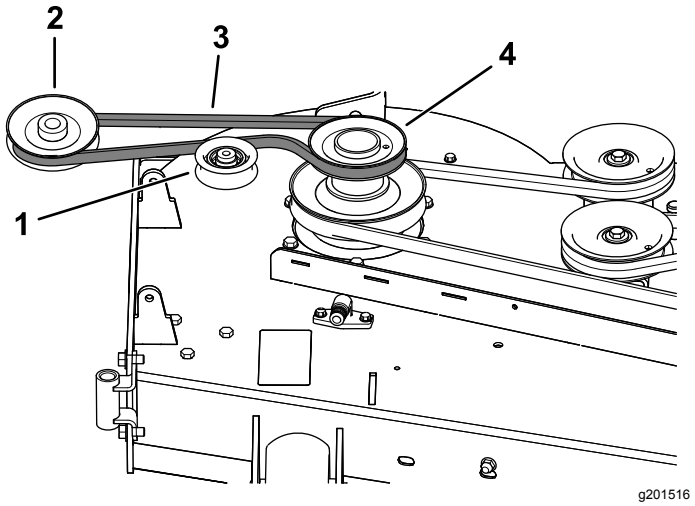
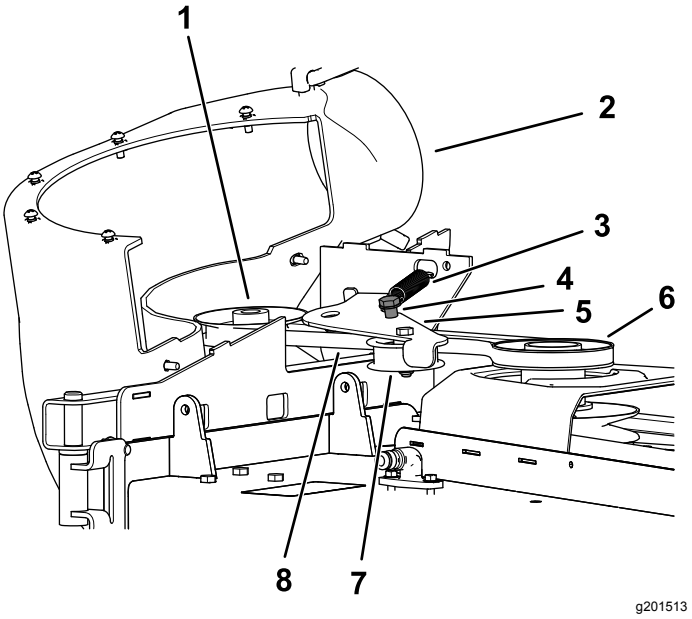

Figuur 25
Figuur 26
1. Leg indien nodig de riem op de poelie van de blazer (Figuur 25).
1. Leg de riem rond de blazerpoelie (Figuur 25 en Figuur 26); zie 10 De blazer monteren (bladz. 17).
3. Trek de veerbelaste spanpoelie weg van de vaste veerstang en leid de riem rond de poelie van het maaidek (Figuur 26).
4. Leid de riem rond de aandrijfpoelie; zie Figuur 25 en Figuur 26.